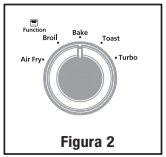

Figura 2
2. **Perilla selectora de función -** Seleccione la función de cocción girando la perilla a la graduación deseada. (Ver la Figura 2)